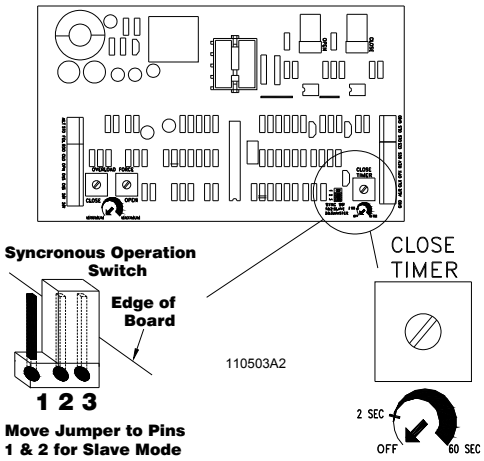

Figure 13a:
3. Place the Master/Slave Jumper on the Primary Operator motor control board to the primary position. See Figure 13a, below.
4. Place the Master/Slave Jumper on the Secondary Operator motor control board to the secondary position. See Figure 13a, below.